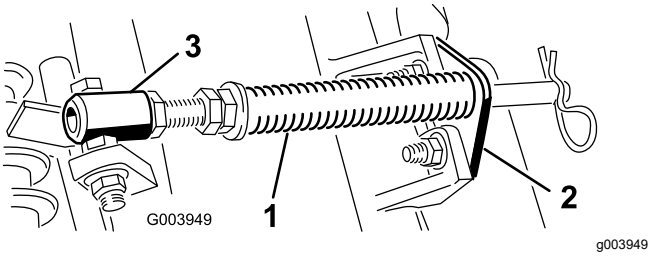

Figuur 10
A. Verwijder de 2 slotbouten en moeren waarmee de stangbeugel aan de lipjes van het maaidek is bevestigd (Figuur 10).
B. Verwijder de flensmoer waarmee de bout van de veerbuis bevestigd is aan het lipje van het draagframe (Figuur 10).